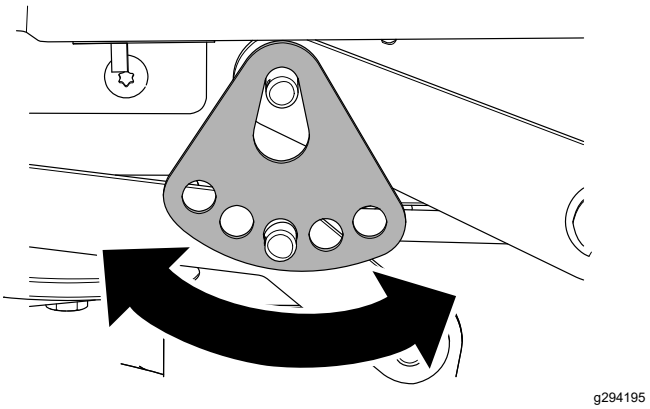

Figur 70
7. Vrid klipphöjdsplattan till ett annat hål så att den stöder klippdäckets vikt när du har installerat plattan (Figur 70).
8. Installera brickan och hårnålssprinten (Figur 70).